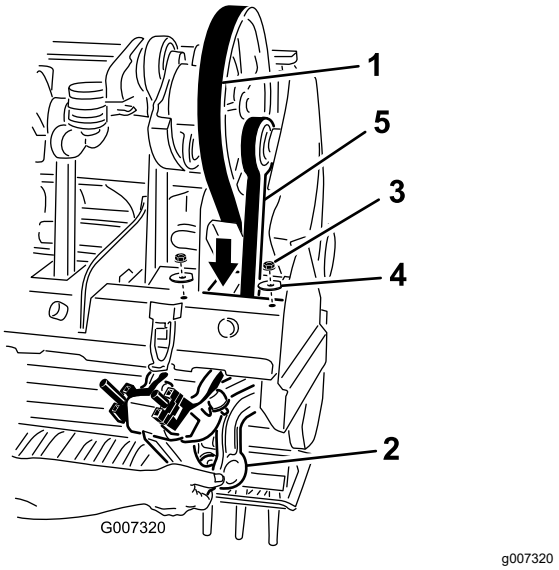

Figura 38
5. Afloje y retire las 2 contratuercas y arandelas que fijan el amortiguador Rotalink del brazo de perforación Nº 1 (Figura 38).
7. Pase la correa de transmisión hacia abajo por el bastidor del cabezal de perforación y alrededor del extremo inferior del brazo de perforación Nº 1 (Figura 38).